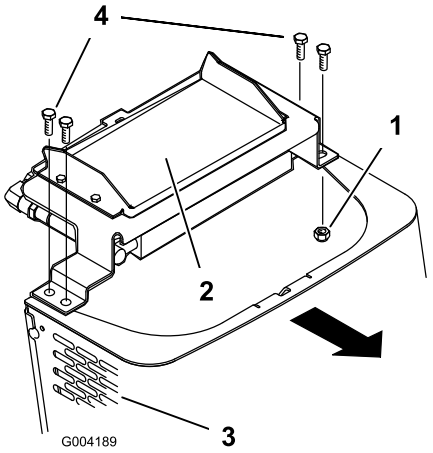

Figur 28
6. Ta bort ansatsbultarna och muttrarna som håller fast oljekylaren ovanpå framskärmen (Figur 28).